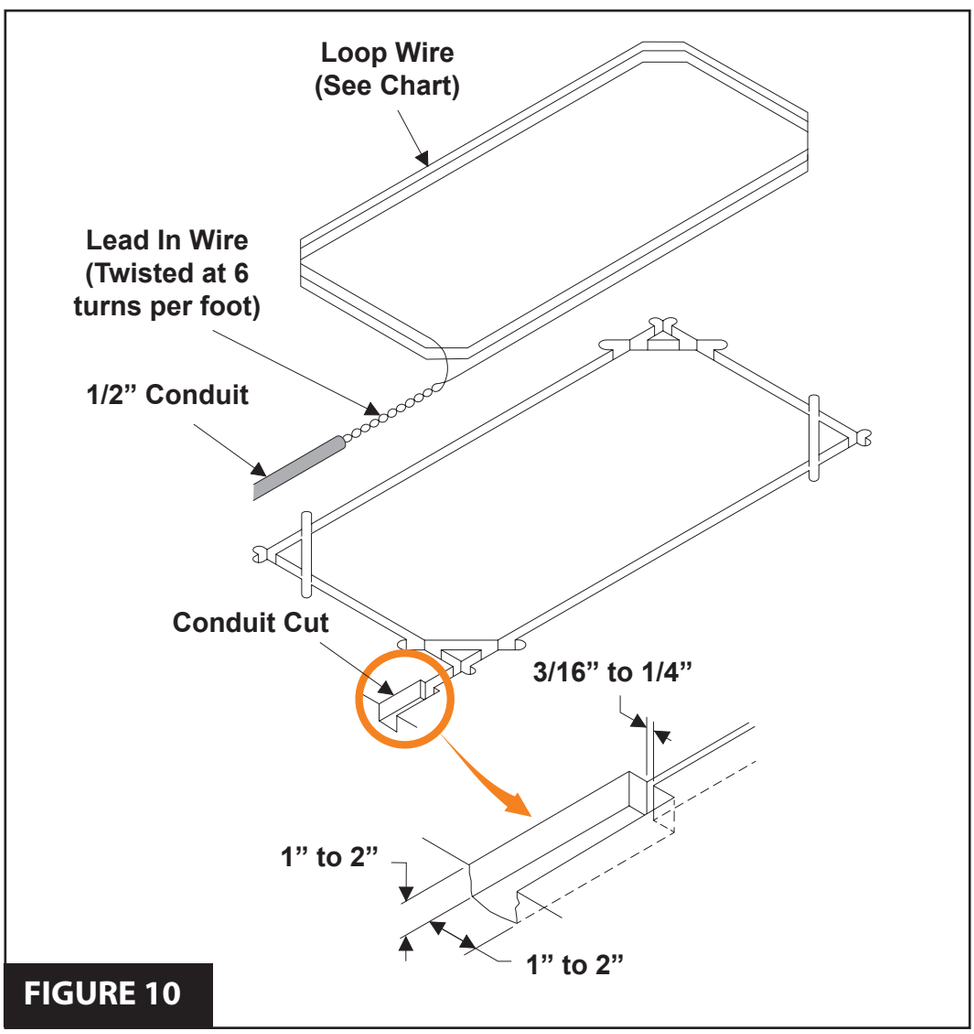

FIGURE 10
2. Cut the required groove at the locations laid out in **Step#1** according to the diagram below **(Figure 10)**.